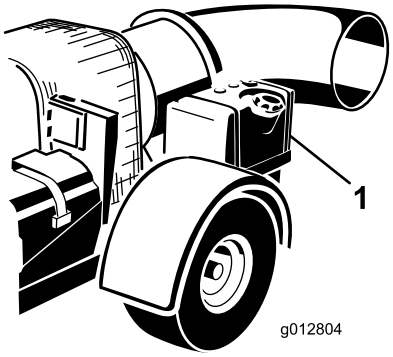

Figur 11
2. Rengjør området rundt bensinlokket, og ta av lokket (Figur 11).